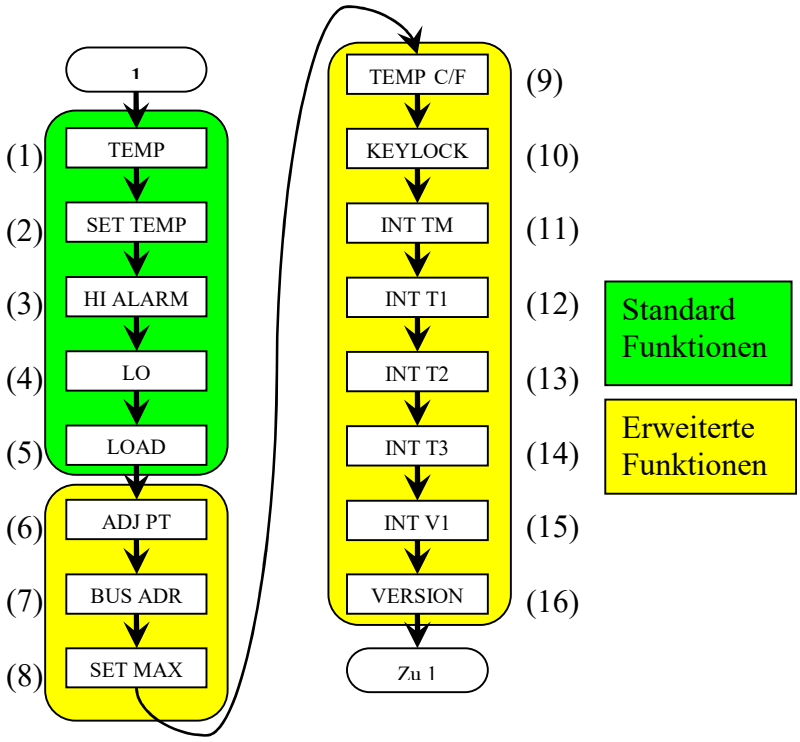

Abbildung 3 (Parameterübersicht der erweiterten Funktionen)
Die Einstellungen können in Verbindung mit einem ex-control, wie unter 5.11 Erweiterte Funktionen ex-box REG/DIS beschrieben, durchgeführt werden. Die Menueinträge (3), (4) (vgl Abbildung 3 unter 5.11) stehen jedoch nicht zur Verfügung.